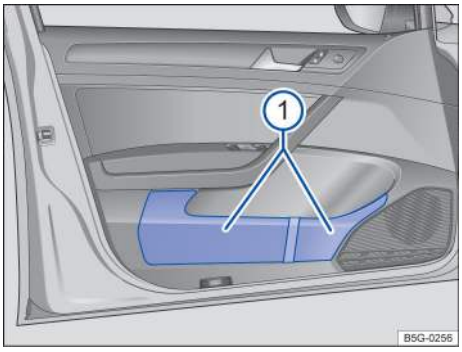

Fig. 132 In the driver door: Storage compartment.
There is a storage compartment in each vehicle door → fig. 132 ①, → ⓘ.